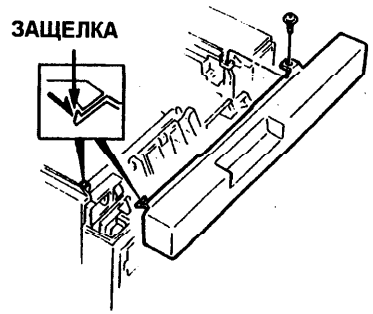

Рис. 1. Правая верхняя крышка
4. Откройте верхнюю крышку и отвинтите винт, крепящий правую верхнюю крышку к задней крышке (Рис. 1).
5. Откройте защелку, расположенную вблизи передней части аппарата (Рис. 1).